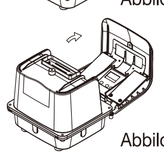

Abbildung 2
③ Entfernen Sie den Filterdeckel wie in der Abbildung 2 dargestellt.